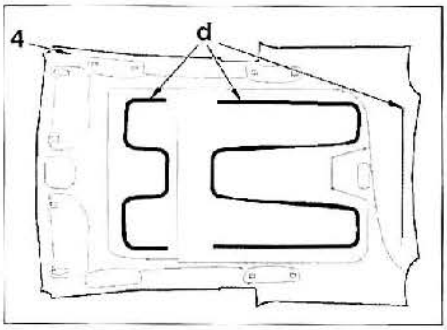

FIG. 75
• Despegar el guarnecido de techo (4) en los lugares indicados (D) **(fig. 75)**.